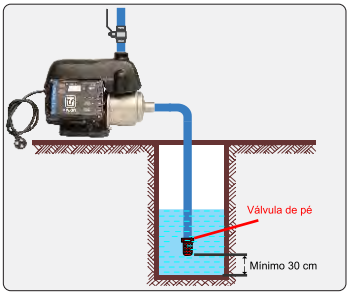

Figura 5
8.16 Quando a bomba for instalada acima do nível de captação, a tubulação de sucção deverá prever uma válvula de pé com crivo (válvula de fundo de poço). A válvula de pé manterá a bomba escorvada, ou seja, manterá a bomba e a tubulação de sucção preenchida com o líquido quando o sistema for interrompido (ver figura 5).
8.17 A válvula de pé deve ficar, pelo menos, 30 cm acima do fundo, no centro do poço ou cisterna e deve-se garantir uma coluna de água suficiente para que não entre ar pela mesma. (ver figura 5).